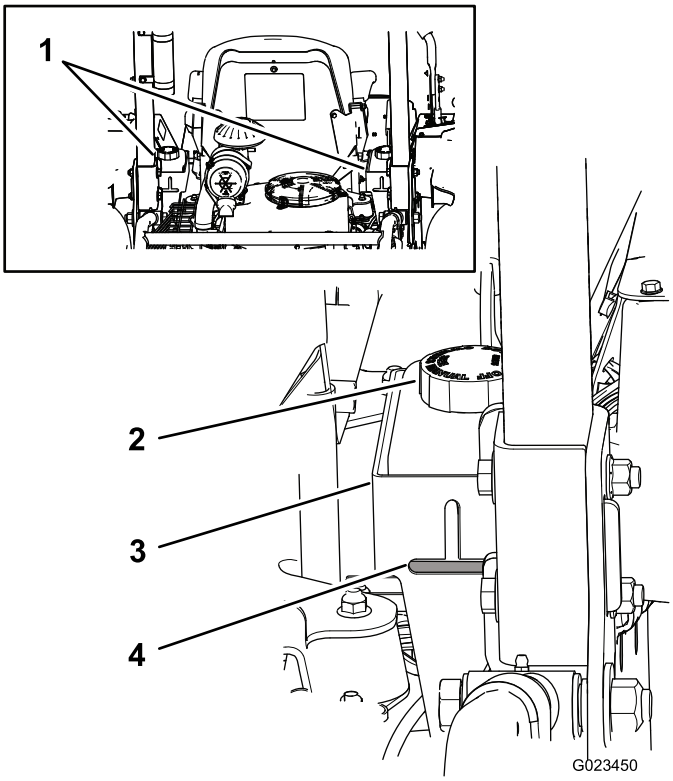

Figuur 18
De reservoirs van de machine worden in de fabriek gevuld met hoogwaardige hydraulische vloeistof. U controleert de hydraulische vloeistof het beste als de vloeistof koud is. De machine dient in de transportstand te staan. Als het vloeistofpeil onder de bovenkant van het horizontale gedeelte van het peilglas staat op de achterkant van de hydraulische reservoirs (Figuur 18), moet u vloeistof toevoegen tot het correcte peil bereikt wordt. **De reservoirs niet te vol vullen.** Als het vloeistofpeil tot de bovenkant van het horizontale gedeelte van het peilglas staat, is het niet nodig om vloeistof toe te voegen. Aanbevolen wordt het reservoir bij te vullen met de volgende hydraulische vloeistof:
Opmerking: Het peil moet overal tot de onderkant van de opening reiken; zie Figuur 18.
A. Maak de omgeving van de doppen van de vloeistofreservoirs schoon om te voorkomen dat er vuil in het systeem komt (Figuur 18).